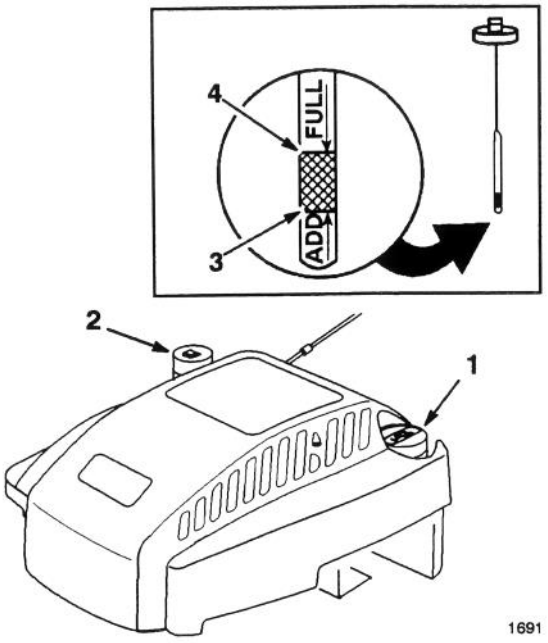

Figure 6
Before each use, assure oil level is between ADD and FULL marks (Fig. 6). Add oil if level is low.
3. Wipe dipstick and insert it into filler neck. Rotate cap 1/4 turn. Then remove dipstick and check level of oil (Fig. 6). If level is low, add only enough oil to raise level to FULL mark on dipstick. **DO NOT FILL ABOVE FULL MARK BECAUSE ENGINE COULD BE DAMAGED WHEN STARTED. POUR OIL SLOWLY.**
1. Clean around fuel tank cap and remove cap from tank (Fig. 6). Do not fill tank full. Using unleaded gasoline, fill fuel tank to within 6 to 13 mm (1/4" to 1/2") from top of tank, not into filler neck.